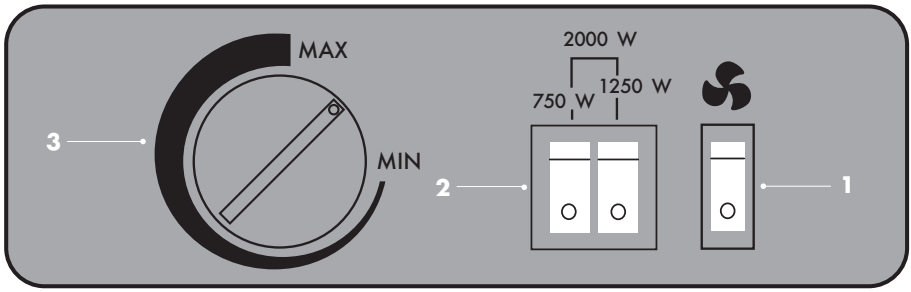

Abb. 2: Bedieneinheit (modellabhängig)
1. Vergewissern Sie sich, dass der Heizstufenschalter (siehe Abb. 2, Nr. 2) nach unten gedrückt sind, sich in Aus-Stellung befinden und die Kontrollampe aus ist. Schließen Sie dann den Wärmekonvektor an eine geerdete, durch einen FI-Schutzschalter abgesicherte Steckdose an.
2. Schalten Sie nun das Gerät ein, indem Sie den Heizstufenschalter (siehe Abb. 2, Nr. 2) auf die gewünschte Heizleistung schalten. Folgende Möglichkeiten stehen Ihnen hierzu zur Auswahl:
3. Drehen Sie anschließend den Temperaturregler (siehe Abb. 2, Nr. 3) im Uhrzeigersinn auf „MAX“
4. Wurde die gewünschte Raumtemperatur erreicht, drehen Sie den Temperaturregler (siehe Abb. 2, Nr. 3) soweit gegen den Uhrzeigersinn zurück, bis Sie ein eindeutiges Klicken hören. Ein integriertes Thermostat schaltet nun das Gerät automatisch ein und aus und sorgt somit für eine annähernd konstante Temperatur.
1. Schalten Sie die beiden Schalter zu Einstellung der Heizleistung (siehe Abb. 2, Nr. 2) ab. Die roten Kontrollampen erlischen.